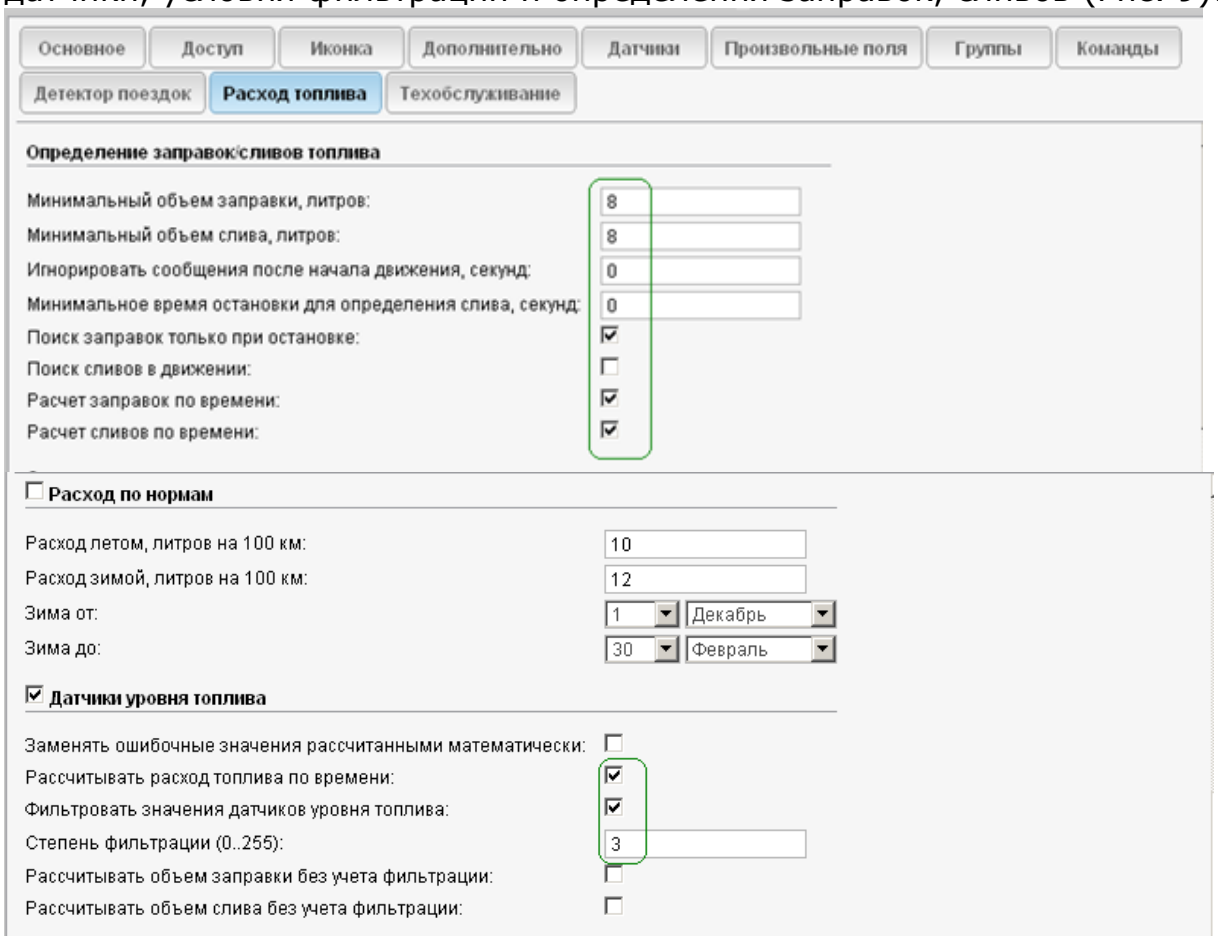

Рисунок 9
3.4.3. На вкладке «Расход топлива» включаем обрабатываемые датчики, условия фильтрации и определения заправок, сливов (Рис. 9):